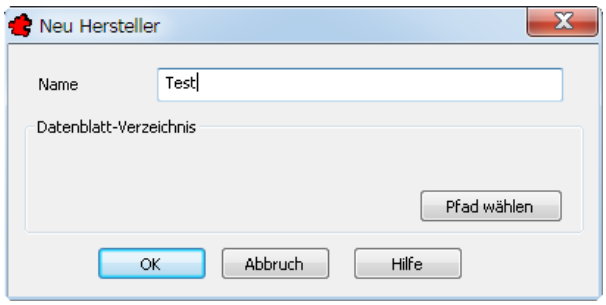

Bild 36.49 – Anlegen eines neuen Herstellers
- Mit der Schaltfläche *Neu* legen Sie einen neuen Hersteller an (Abb. 36.49).